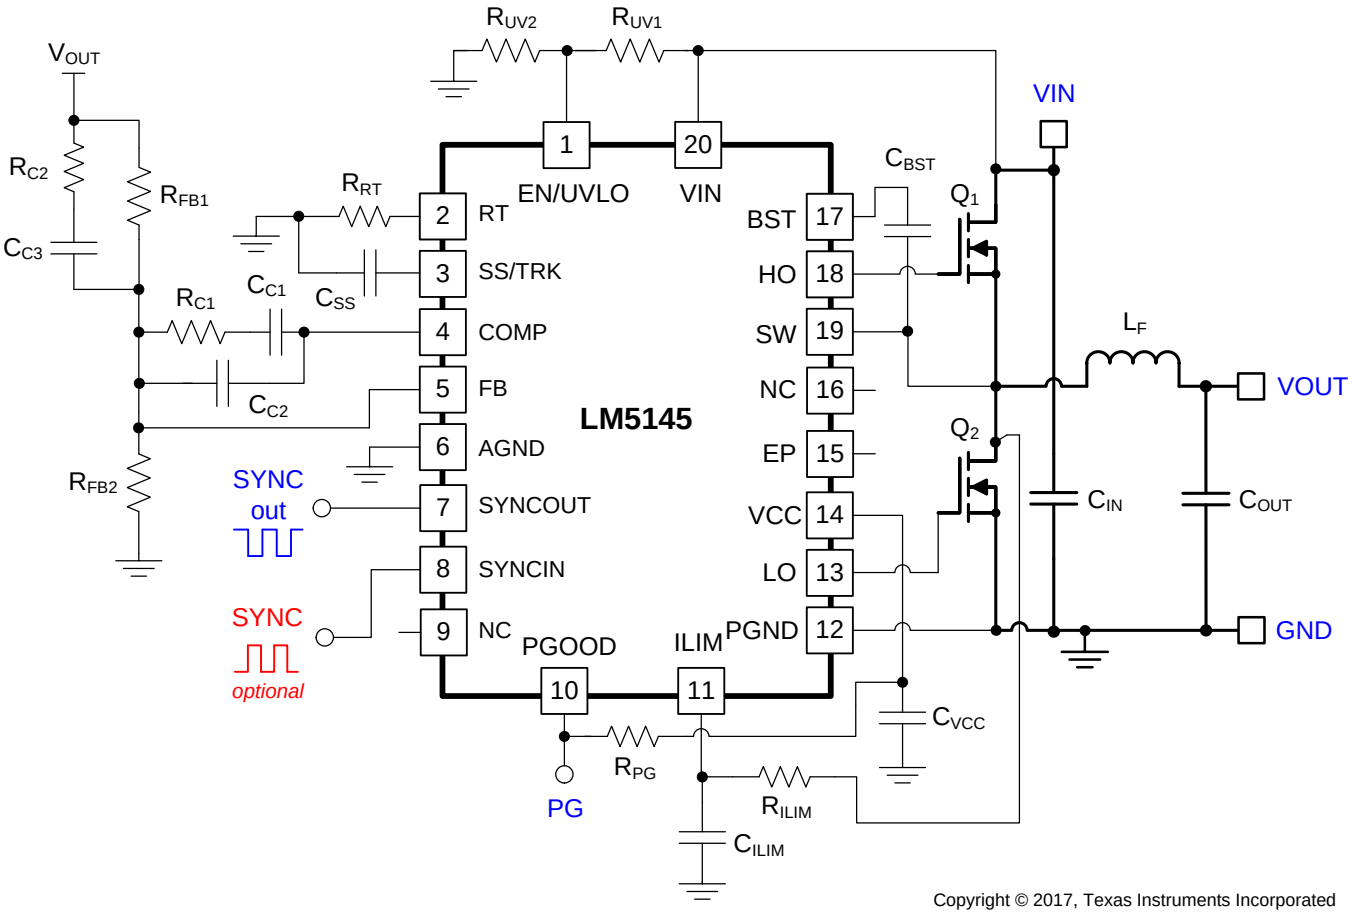

Figure 1. LM5145 Synchronous Buck Regulator Simplified Schematic
Figure 1 shows the schematic of an LM5145-based synchronous buck regulator (EMI filter stage not shown). Soft start (SS), current limit (ILIM), and UVLO (EN/UVLO) components are shown that are configurable as required by the specific application.